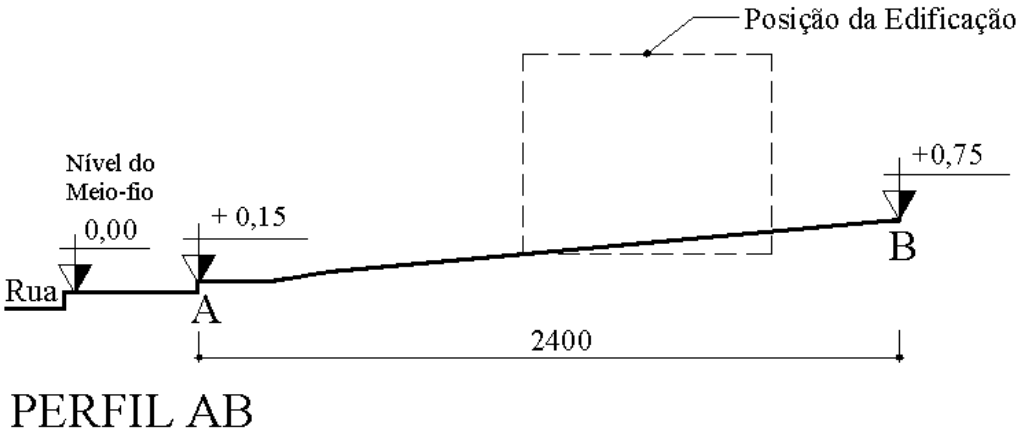

FIGURA 55
C.6.4) Outras Informações: A não ser que a DAPP determine, é opcional indicar, nos perfis, a posição da edificação a ser construída. Também é facultativo indicar a(s) rua(s) confrontante(s) com o terreno, o passeio e a cota de nível do meio-fio e as cotas com a extensão do perfil (FIGURA 55).